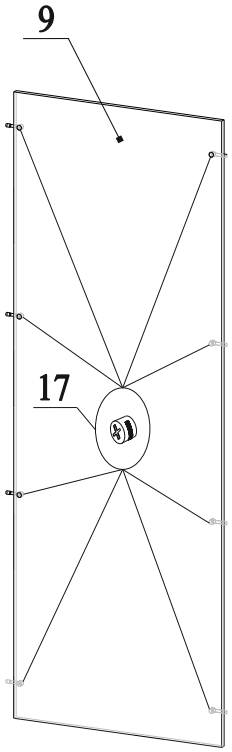

Рис.8
18. В отверстия на деталях 9 вставить эксцентрики 17 стрелками к торцевым отверстиям (рис.8);